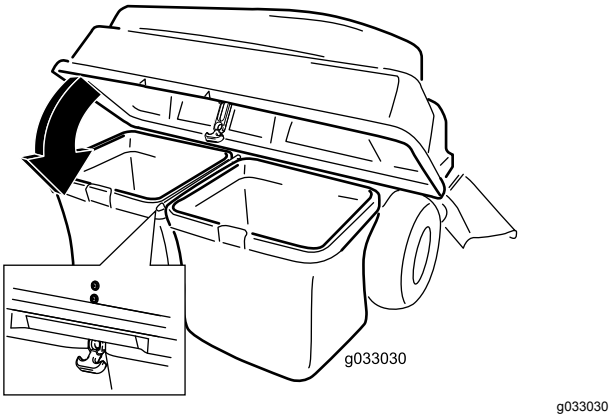

Figur 22
5. Sænk opsamleroverdelen over på poserne (Figur 22).
6. Fastgør motorhjelmen med låsen (Figur 22).